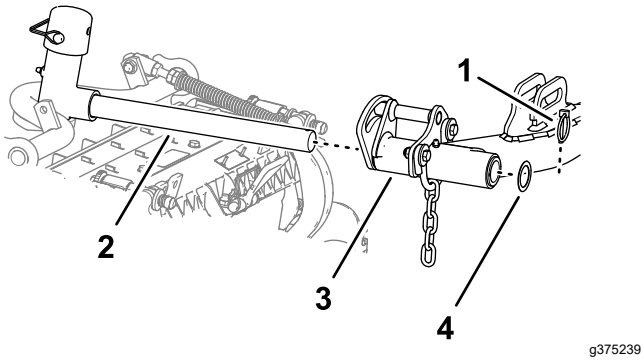

Figuur 22
5. Schuif een maai-eenheid onder de hefarm (Figuur 22).